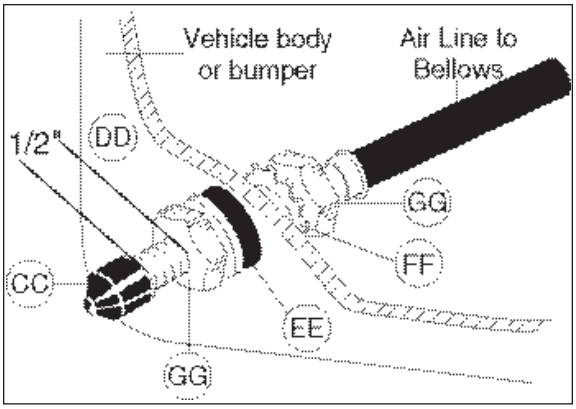

Figure 5
4. Place a $^{5}/_{16}$" nut (GG) and a star washer (FF) on the air valve. Leave enough of the inflation valve in front of the nut to extend through the hole and have room for the rubber washer (EE), flat washer (DD), and $^{5}/_{16}$" nut (GG) and cap (CC). There should be enough valve exposed after installation - approximately $^{1}/_{2}$" - to easily apply a pressure gauge or an air chuck (Figure 5).
5. Push the inflation valve through the hole and use the rubber washer (EE), flat washer (DD), and another $^{5}/_{16}$" nut (GG) to secure it in place. Tighten the nuts to secure the assembly in place (Figure 5).